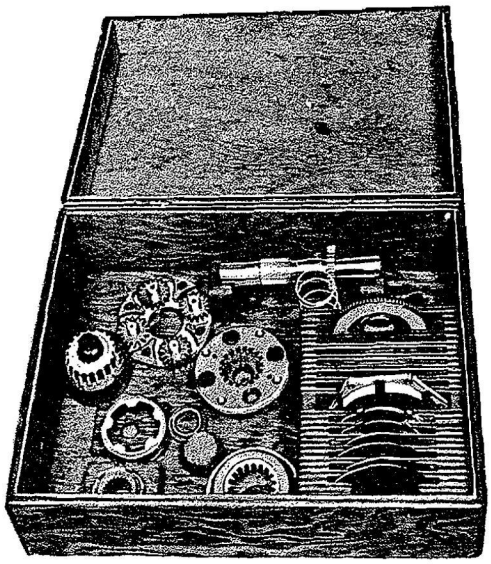

Figure 69—Roller Clutch Parts Rack
c. Remove the remainder of the two-speed clutch assembly as a unit from the supercharger rear housing. Disassemble these parts by first removing the intermediate impeller drive gear and its internal bushing. Remove the intermediate impeller drive shaft and pinion cage assembly from the impeller drive gear. Remove four cap screws holding the front and rear halves of the pinion cage together and lift off the rear half of the pinion cage. Withdraw the intermediate impeller drive shaft and remove the pinions and bushings from the front half of the pinion cage. Place part in rack. Refer to Figure 69.